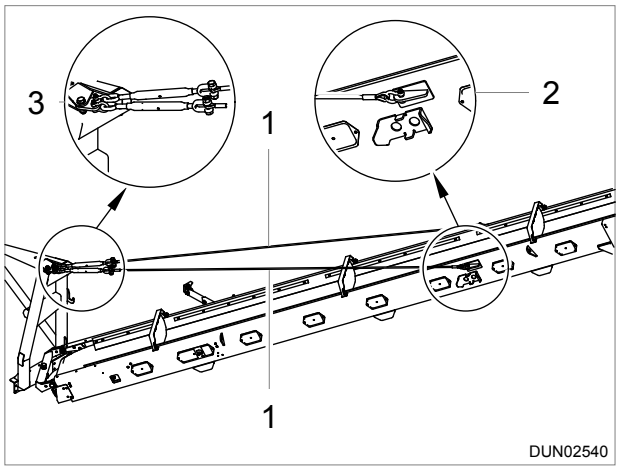

Figure 5.22 - Removing the Wire Ropes
9. While still supporting the weight of the conveyor, detach the wire ropes (Item 1) from the conveyor at position 2, Reference: Figure 5.22.